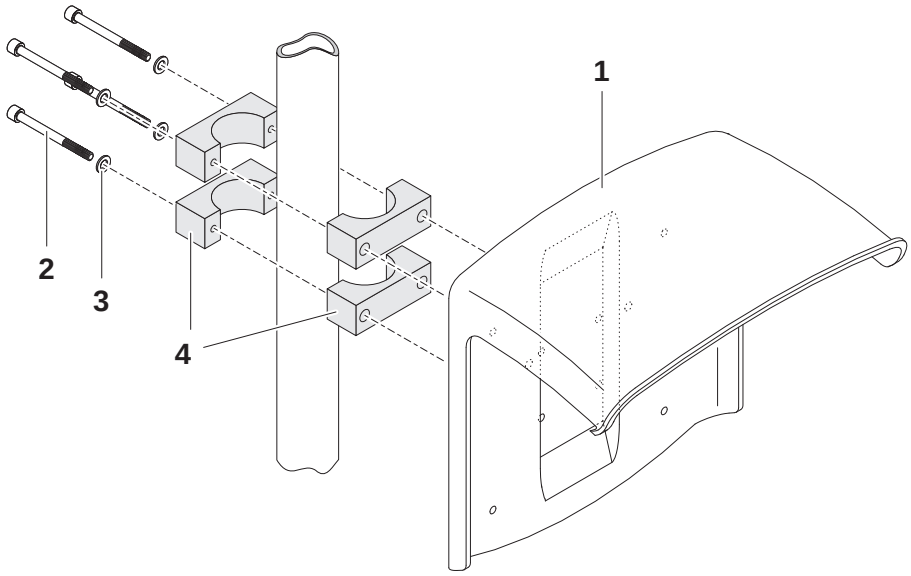

Fig. 3-15 Mounting the SSH/IQ sun shield on a mounting stand
1	Screw the sun shield (pos. 1 in Fig. 3-15) with the four hexsocket head screws (pos. 2), the washers (pos. 3) and the clamps (pos. 4) at the required height on the mounting stand from the back.